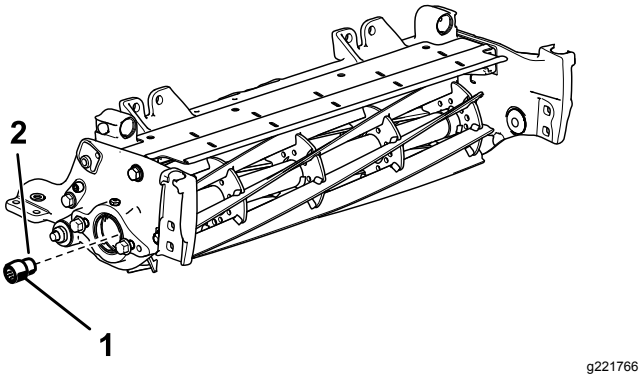

Figur 4
8. Påfør gevindlåsemasse af middel styrke (f.eks. Blue Loctite® 243) på gevindene på den nye forlængede notede indsats (Figur 4), og fastgør den kun på knivcylinderakslen på knivcylinderens motorside. Tilspænd boltene til et moment på 115 til 128 N·m.